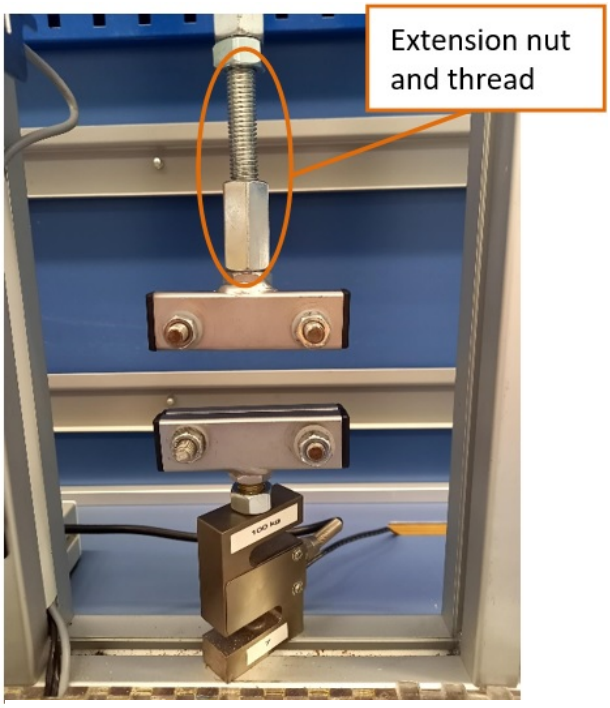

Figure 4: Tensile Test for small samples
b. In the **tensile test setup for small samples**, add the extension nut and thread to one of the tensile clamps, align the clamps such that the sample will be straight, fixate the clamps hand tight using the fixation nuts, make sure that the M8 nuts are on the front to change samples easily, see figure 4.